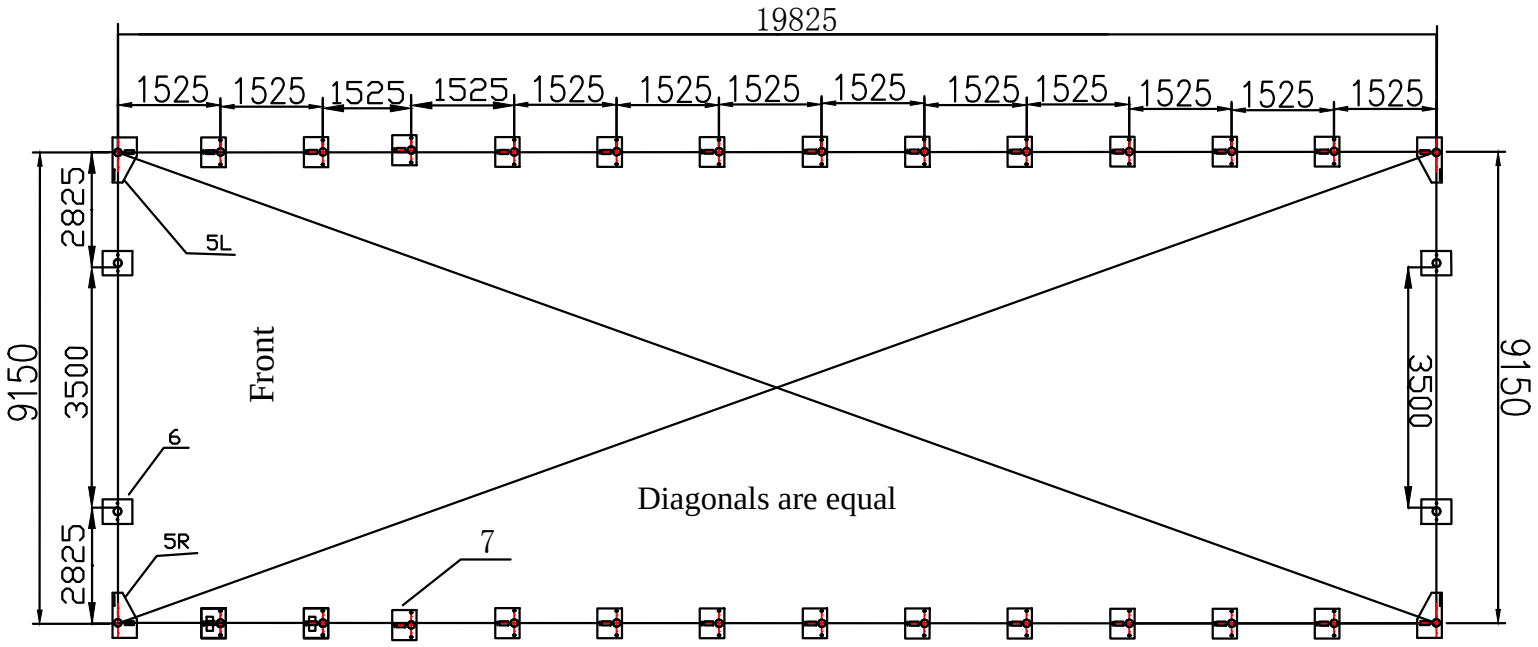

Figure 2 Position of Base Flanges
Begin by determining exact location of the four (4) corners of the building. Mark front edge and side-to-side width of assembly on ground. Drive alignment stakes into the ground outside of the markings, and draw alignment strings along both ends and sides of the building to the dimensions shown in Figure 2. The outline of the strings will represent the final location of the base flanges. The initial location of each Corner Base Flanges (5R & 5L) is critical to the alignment and fit of the frame components and cover.
Locate the Left Corner Base Flange and Right Corner Base Flange(5R&5L). Secure the base flanges with Stake Pegs (Part #16). Measurements shown in Figure 2 are to the center of the upright sockets on each Base Flange.